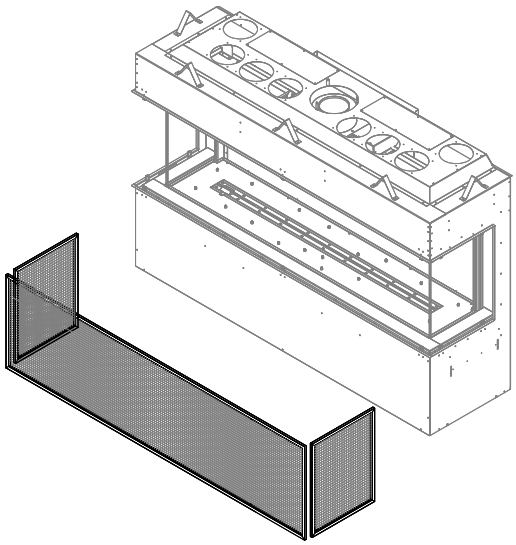

Figure 4.10 - Safety Screen Barrier Removal
2. Remove the safety screen barriers, perimeter media tray, firebox glass, and crushed media. You may find it beneficial to remove the lower glass brackets for increased accessibility. Figure 4.10, 4.11, and 4.12.